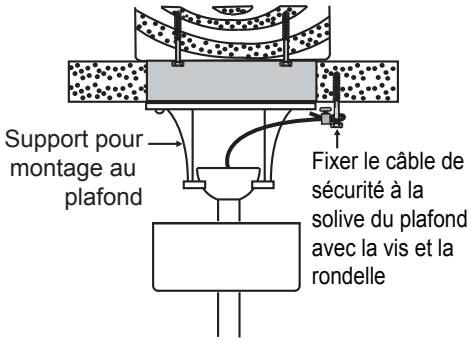

Fig. 12
Étape 1. Fixez la vis à bois et les rondelles fournies à la solive de plafond, à côté du support de montage mais ne serrez pas. (Fig. 12)